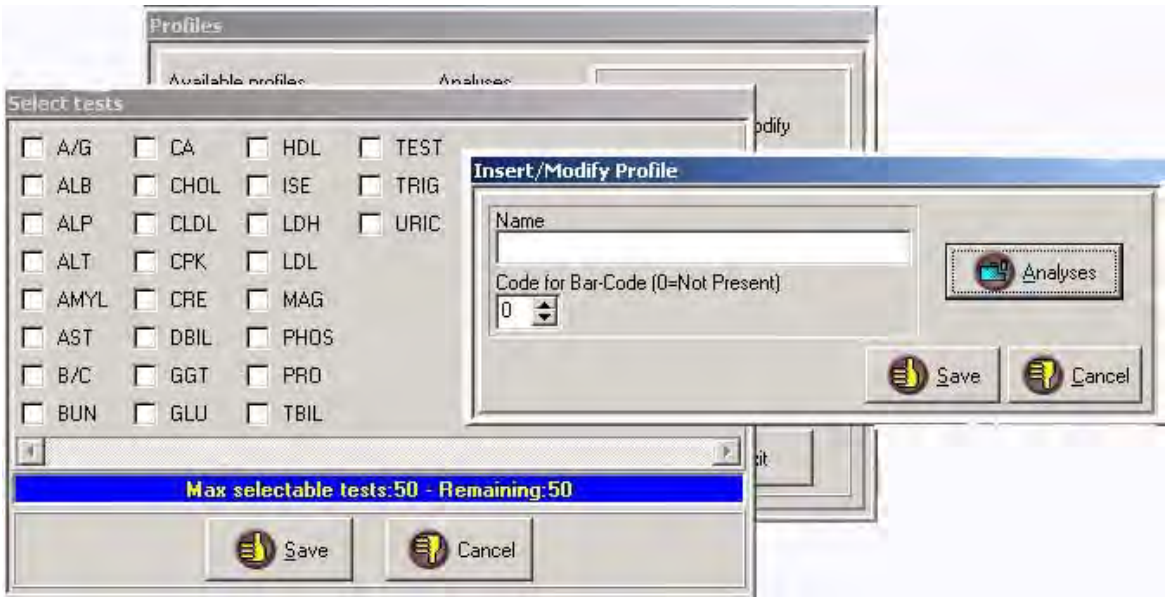

Figura 4-28b
2) A caixa de texto“**Profile Name**” será exibida como na **Figura 4-28b**.